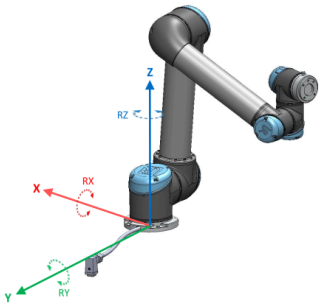

Figur 16.1: Basfunktion
- Funktionen bas är placerad med utgångspunkt i robotbasens centrum (se figur 16.1)